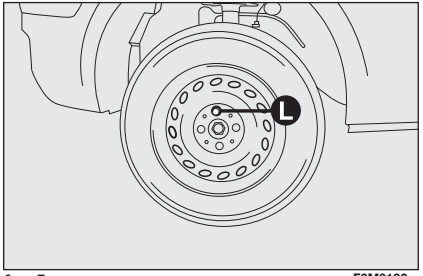

fig. 5 F0M0192m
- ❒ for versions with hub caps, remove the cap after unscrewing the 3 fastening bolts and finally unscrew the fourth bolt **L-fig. 5** and remove the wheel;